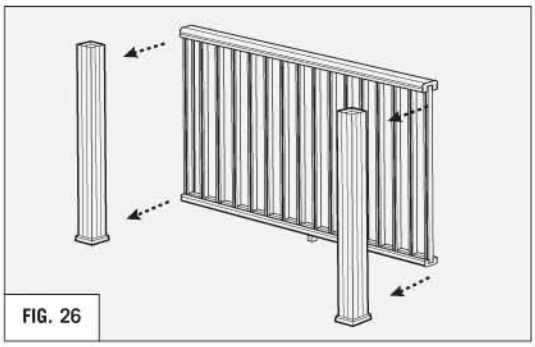

FIG. 26
6. Place the railing between the posts. **(REFER TO FIG. 26)**